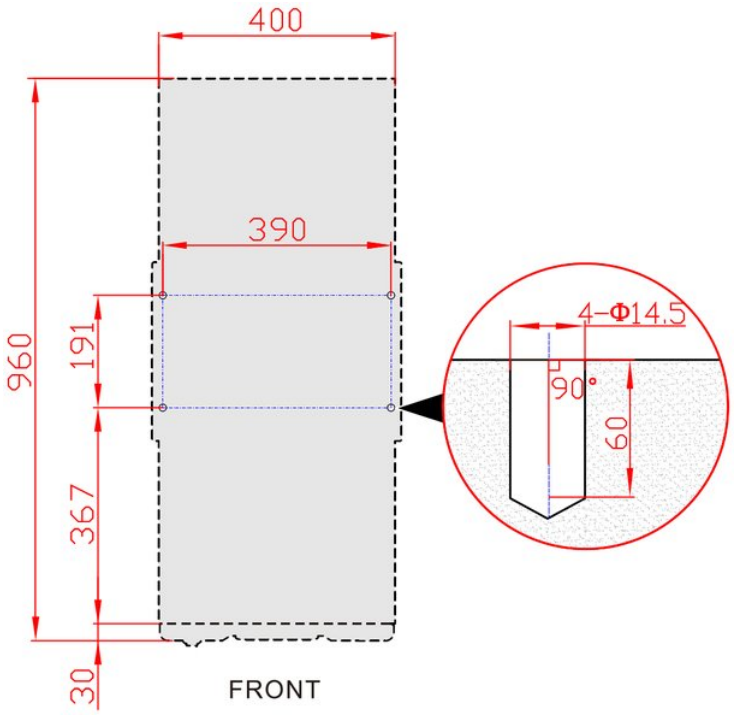

FIGURA 3-10 Quote di installazione della base (vista dal basso del basamento) (unità: mm)
2. Con un trapano a percussione, eseguire quattro fori Φ14,5 mm secondo le quote di fissaggio della base (Figura 3-10).